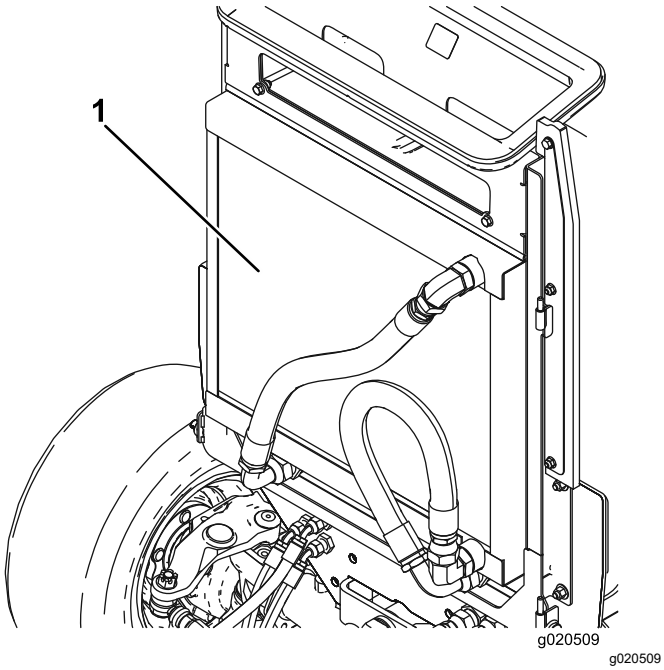

Figur 114
4. Rengjør begge sidene av oljekjøleren/radiatorområdet (Figur 114) grundig med trykkluft. Start fra forsiden og blås rusk ut mot bakdelen. Rengjør så fra baksiden og blås fremover og ut. Gjenta prosedyren flere ganger til alt rusk er borte.